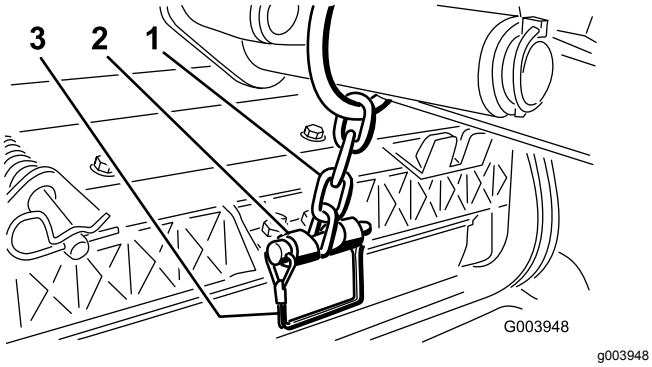

Figure 13
12. Fixez la chaîne du bras de levage au support de la chaîne avec la goupille à fermoir (Figure 13).